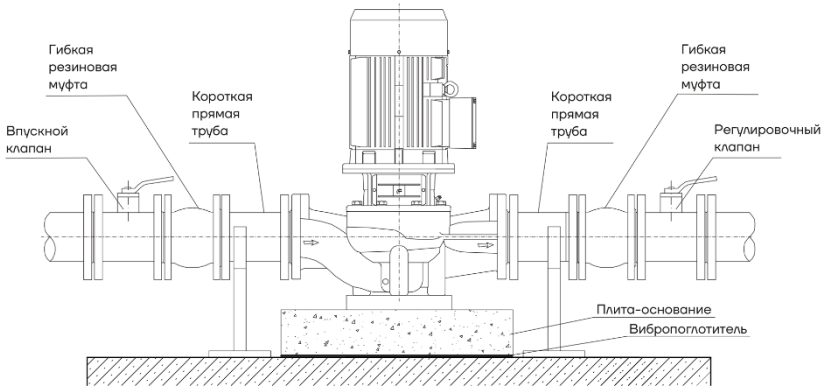

Рис. 14 Схема подключения насоса
– при установке труб также необходимо следить за тем, чтобы в трубах не скапливался воздух, особенно в приемной трубе (см. рис. 14).